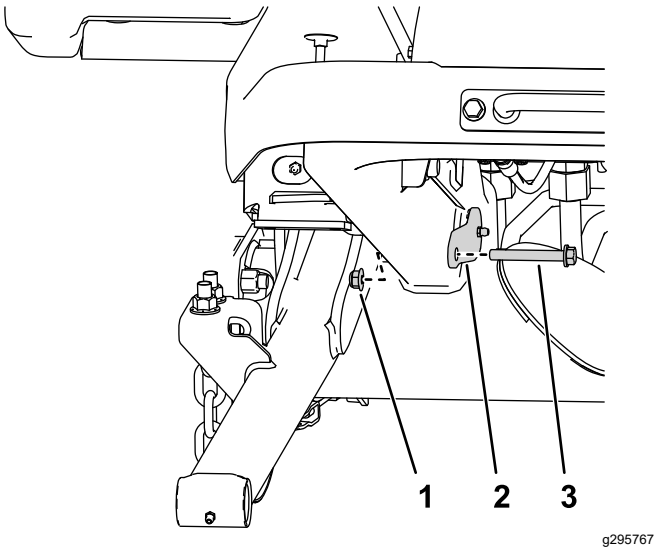

Figure 7
4. Fixez les grands axes sur le cadre à l'aide de 2 écrous (⅜ po) et 2 boulons (⅜ x 2¾ po) (Figure 7).